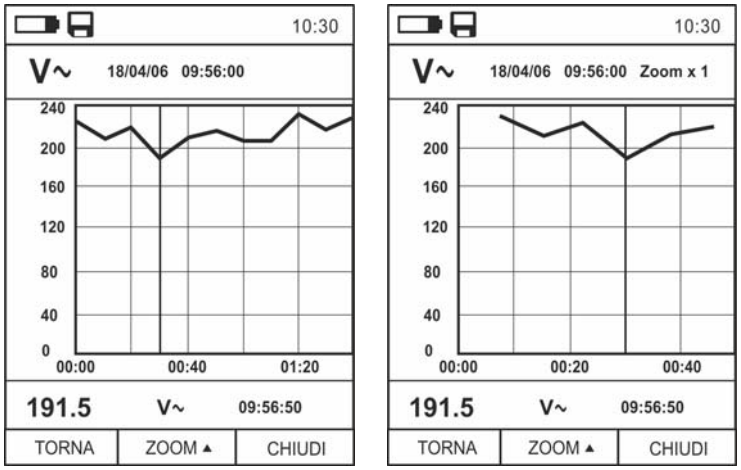

Fig. 35: Funzione data logger – Visualizzazione grafico registrazione
17. Premere il tasto **MODE (TREND)** per visualizzare a display il grafico della registrazione e il relativo andamento nel tempo (Trend). La videata di Fig. 35 – parte sinistra è mostrata a display
19. Premere il tasto ▲ **(ZOOM)** per attivare (se disponibile) lo Zoom dei valori sul grafico (vedere Fig. 35 – parte destra) allo scopo di aumentare la risoluzione. L'indicazione "Zoom xY" in cui Y = max dimensione di zoom è presente nella parte alta del display. E' possibile uno zoom X1 per almeno 10 punti di misura, X2 per almeno 20 punti di misura, X3 per almeno 40 punti di misura e così via per un massimo di 6 operazioni di zoom